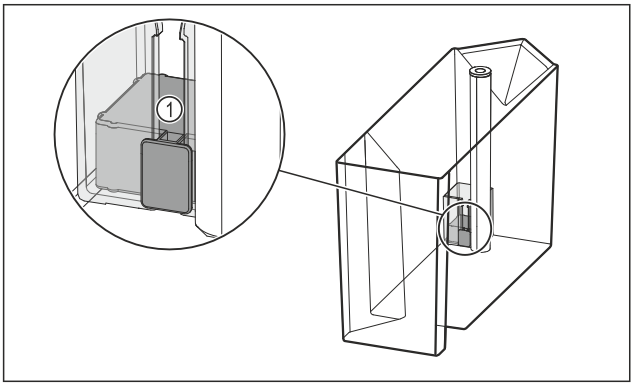

Fig. 165
▶ Vérifier que le flotteur *Fig. 165 (1)* n'est pas bloqué.